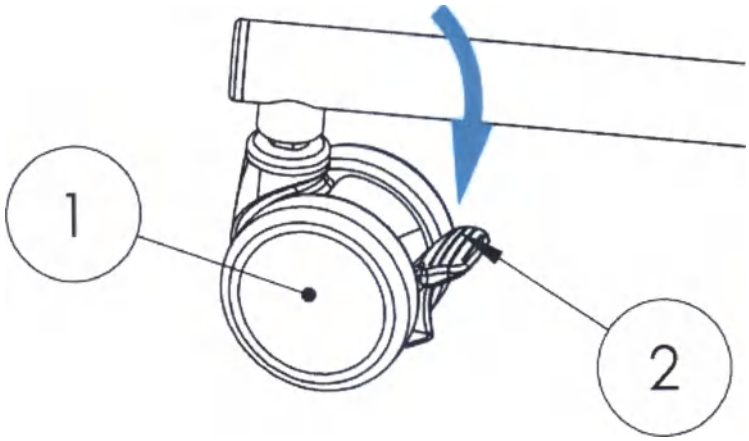

Рис.15
Домашняя рама B оснащена четырьмя колесами с независимыми тормозами (1), тормозные рычаги расположены непосредственно на колесах. Чтобы заблокировать тормоз, нажмите рычаг тормоза (2) в нижнее положение *Рис. 15*. Чтобы разблокировать тормоз, потяните тот же рычаг вверх. Тормоза колес приводятся в действие ногами.